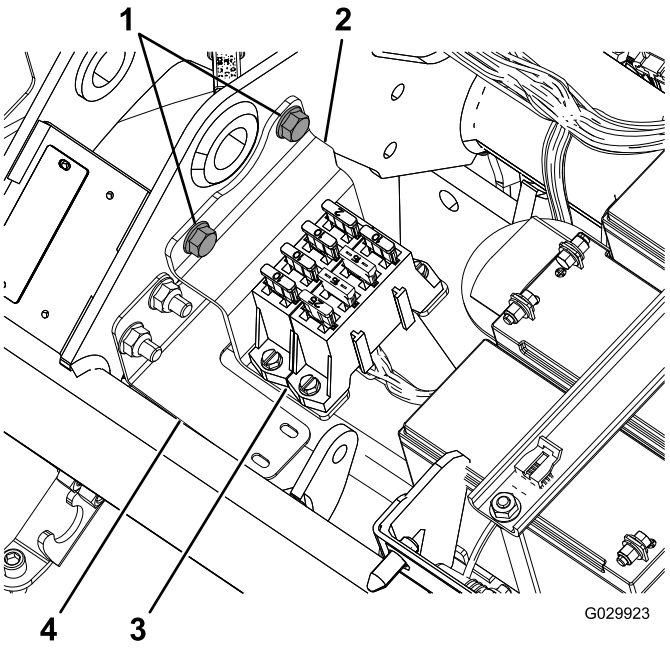

Figur 2
8. Fjern festebraketten som holder sikringsblokken på plass under setet (Figur 2).
Merk: Følg profilen til braketten for ledningssatsen. Se Figur 2.